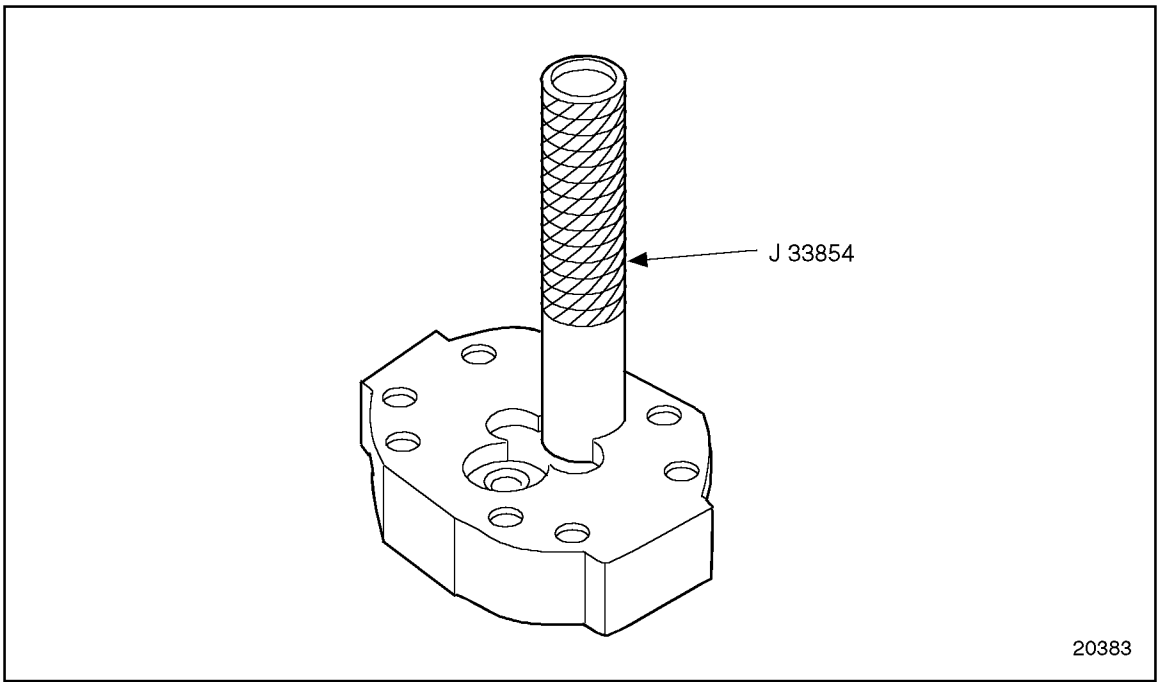

Figure 2-68 Drive Shaft Bearing Installation
9. Install drive shaft needle bearings, using J 38767-8 part of J 38767–A. The new tool permits bearing installation over drive shaft. Tool J 33854 can and should be used to install the other three bearings as shown. See Figure 2-68(this tool will support the bearing cages).